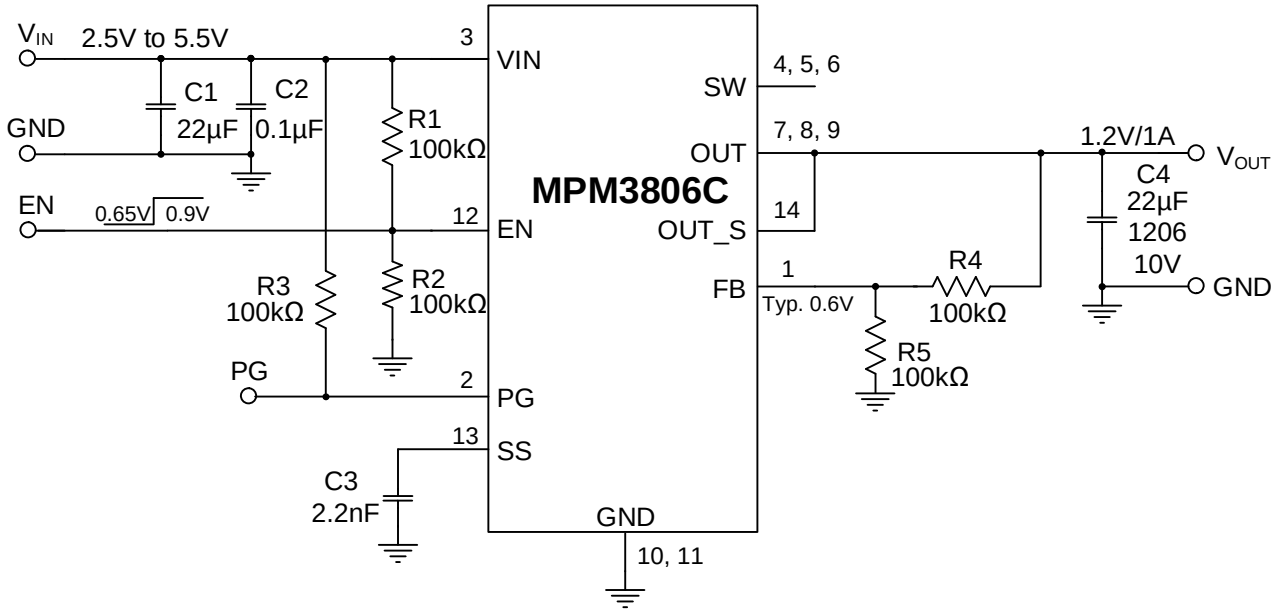

Figure 9: Typical Application Circuit (Adjust Output Version, V_{OUT} = 1.2V)
11) The recommended PCB layout is based on Figure 9 on page 23.